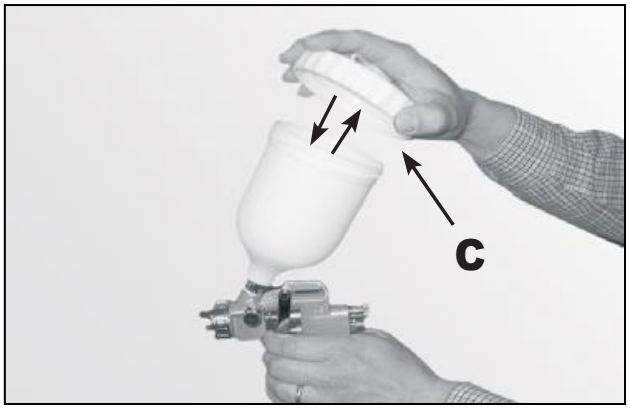

Рис. 6.
4. Снимите со стакана **A** крышку **C** (рис. 6).
- Периодически смазывайте гнездо **N**, в которое вставляется игла (рис. 6).